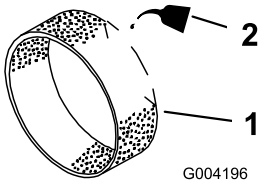

Figur 44
3. Legg 30 eller 60 ml olje på forfilteret (Figur 44).